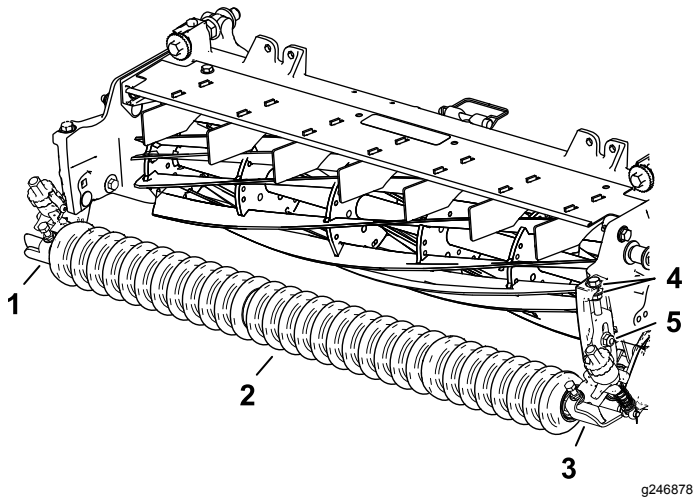

Figuur 10
1. Monteer de maaihoogtebeugels links en rechts en de voorrol losjes op de zijplaten van de maai-eenheid; gebruik hierbij de slotbouten die u eerder verwijderd hebt (Figuur 10).